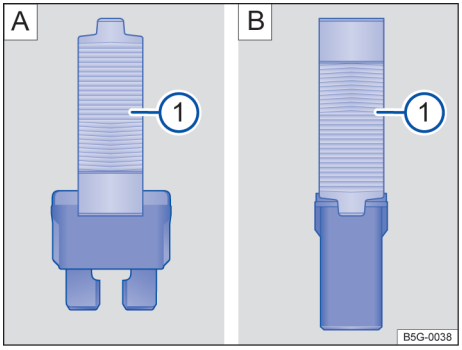

图 124 用塑料钳拆下或插入保险丝：A 扁平片式保险丝、B 方块式保险丝
– 根据保险丝型号，将塑料夹钳的夹嘴调至适合 → 图 124 A ① 或 → 图 124 B ①，然后从侧面夹住保险丝。